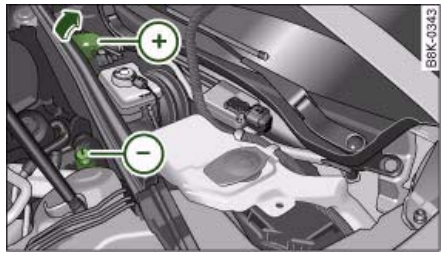

Fig. 278 Engine compartment: Terminals for jump leads and battery charger
The jump-start terminals are located in the engine compartment ⇒ fig. 278.
– Open the red cap on the positive terminal ⇒ fig. 278.